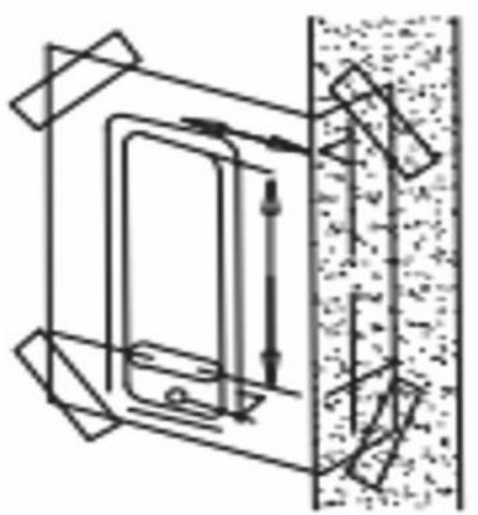

Abb. 3
1) Positionieren und befestigen Sie die Schablone (Produktvorlage Modell 5051) korrekt an folgender Stelle: Die Oberfläche der Innentür. Erforderliche Höhe über dem Boden. Sicherstellen, dass die Die entsprechende, markierte Türkanten-Ausrichtungsschablone sollte ordnungsgemäß ausgerichtet sein. mit der tatsächlichen Türkante (wie in Abb. 3 dargestellt).